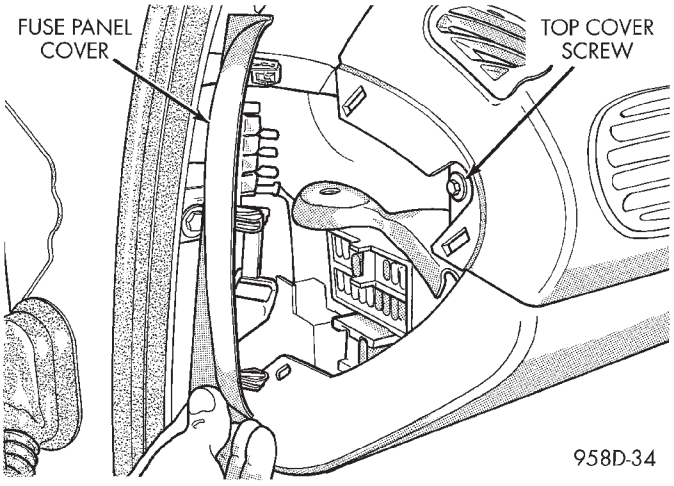

Fig. 54 Instrument Panel Top Cover—Left End
(1) Disconnect negative cable from auxillary jumper terminal on driver's side strut tower.
(2) Remove fuse panel cover from left end of instrument panel. Remove screw holding end of instrument panel top cover (Fig. 54).